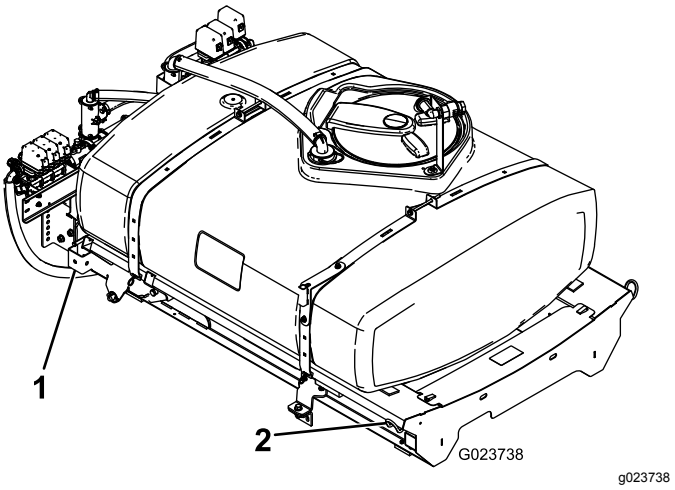

Figur 8
1. Lyft upp tankplattformen (Figur 8) med en travers/lyft och placera den över fordonsramen med pumpen och ventilen vända bakåt.